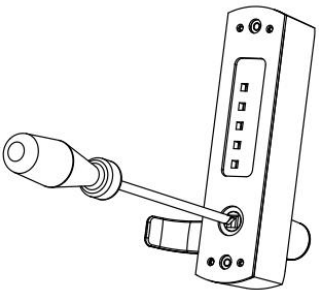
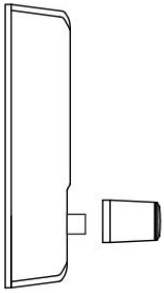

FIG7A
FIG7B
2. Gebruik een kruiskopschroevendraaier om de vergrendelingsbout los te draaien (Afbeelding 7A) en beweeg de hendel weg van het slotlichaam (Afbeelding 7B).